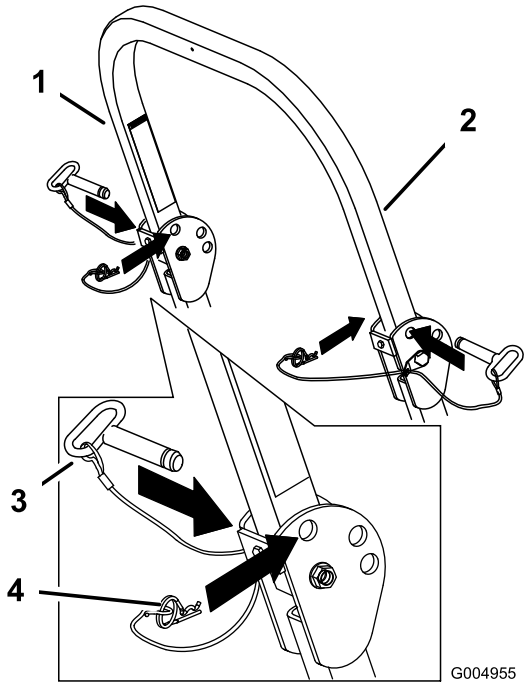

Figuur 7
1. Maak de R-pennen los en verwijder de twee pennen (Figuur 7).
3. Plaats de twee pennen en zet deze vast met de R-pennen (Figuur 7).
4. Om de rolbeugel omhoog te klappen, moet u de R-pennen losmaken en de twee pennen verwijderen (Figuur 7).
5. Klap de rolbeugel omhoog, plaats de twee pennen en zet deze vast met de R-pennen (Figuur 7).